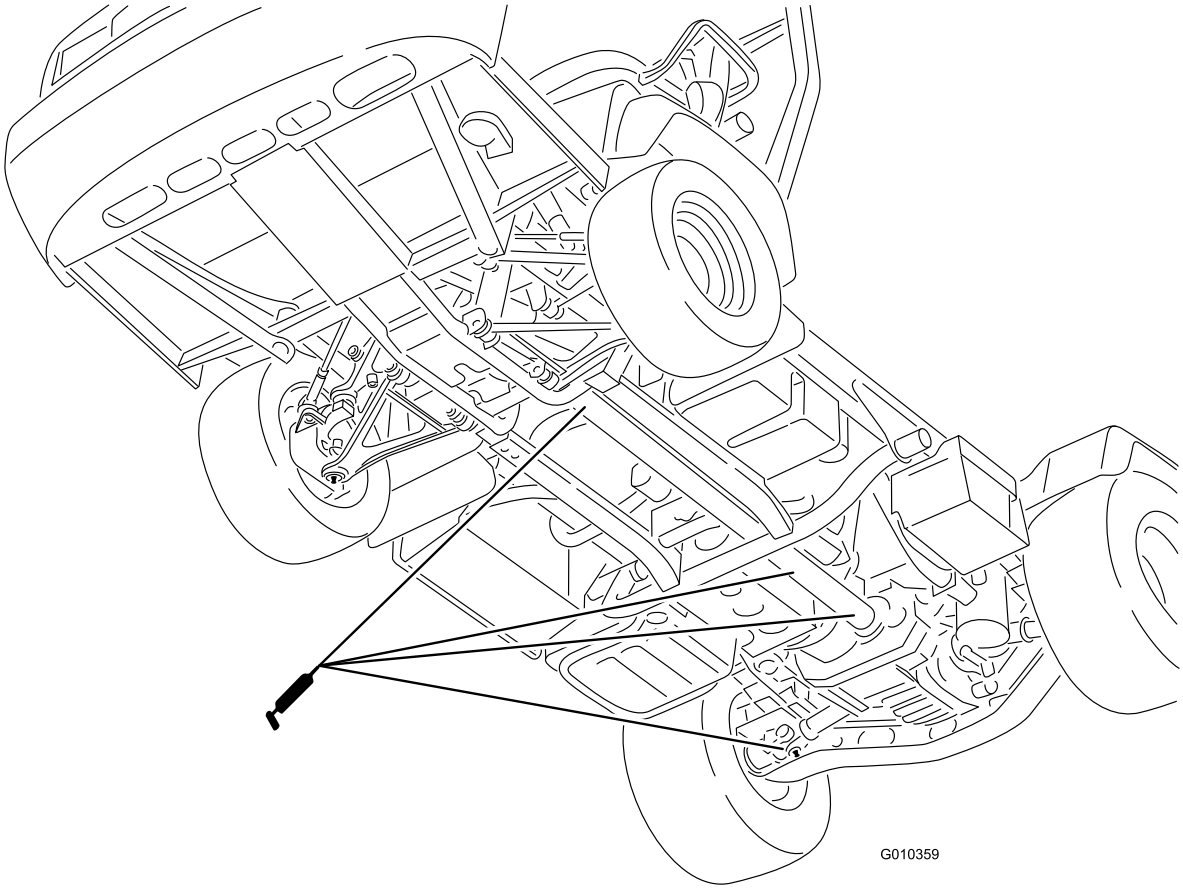

Figur 42
- U-samling (18) og drivaksel til firehjulstræk (3) som vist i Figur 42